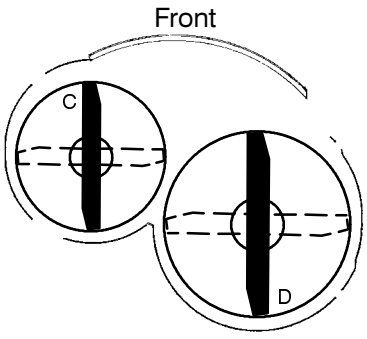
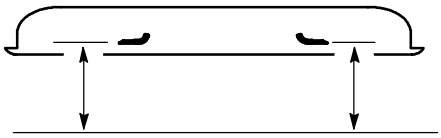

Figure 20
Figure 21
2. Position the blades front-to-rear (Fig. 20). Measure at “C” and “D” locations (Fig. 20) from a level surface to the cutting edge of the blades (Fig. 21).